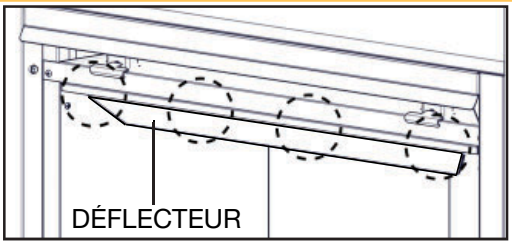

Fig. 1
C. Retirez les quatre tête hexagonale de fixation du déflecteur de l'intérieur de la partie supérieure avant de la chambre de combustion **(Fig. 1)**.